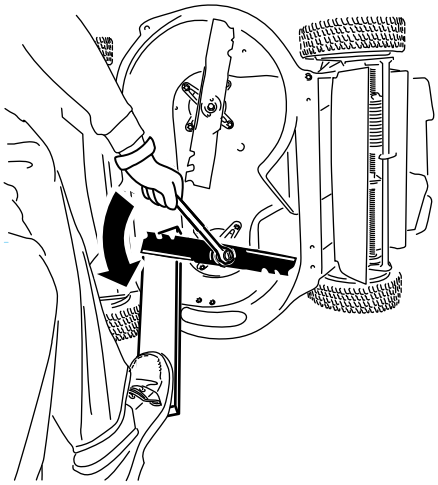

Figure 36
1. Utilisez un bloc de bois pour immobiliser chaque lame et tournez le boulon de lame dans le sens antihoraire, comme montré à la Figure 36.